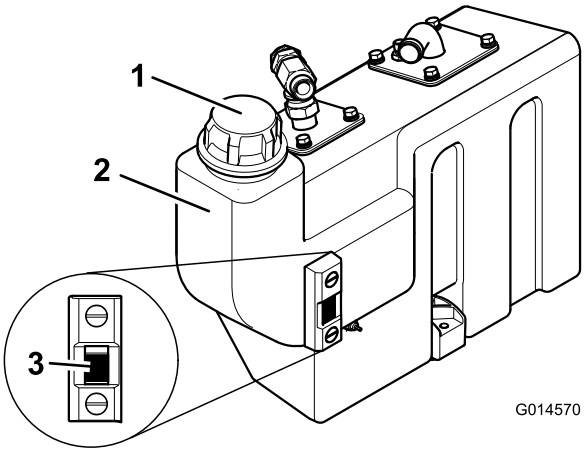

Figur 26
3. Rengör området runt hydraultanklocket innan du eventuellt fyller på med hydraulolja (Figur 26). Skruva av tanklocket.